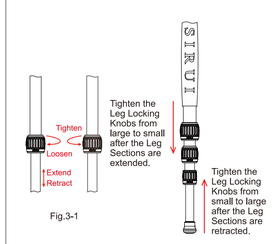

Fig.3-1 Fig.3-2
3. Extend or Retract the Tripod Legs (Fig.3-1 and Fig.3-2)